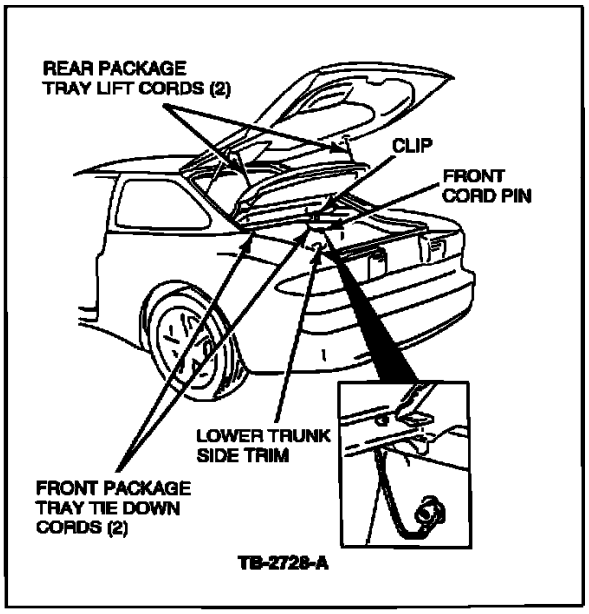

Figure 1
2. Disconnect the two rear tray liftcords from the liftgate trim. Refer to Figure 1.
3. Disconnect the two front package tray tie down cords from the lower trunk side trim. Refer to Figure 1.